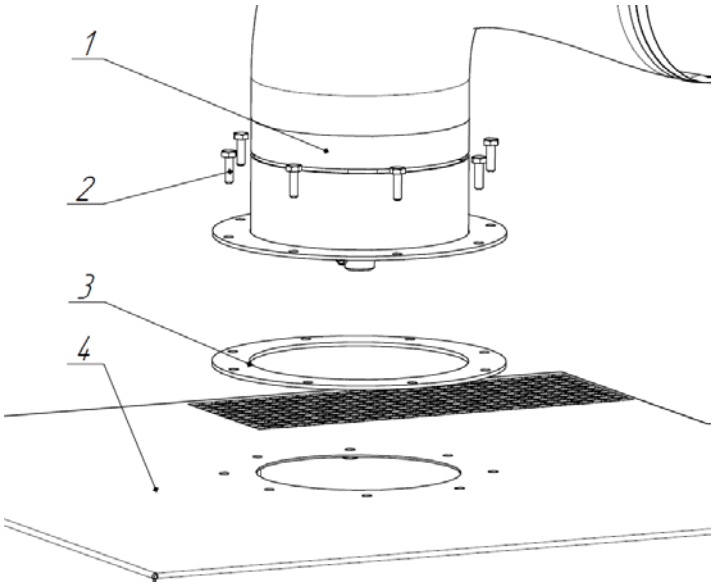

Рис. 3
2) При монтаже вытяжного устройства на ФВА (см. рис. 3) наложите резиновое уплотнение (поз. 3) на верхнюю часть фильтровального устройства (поз. 4),